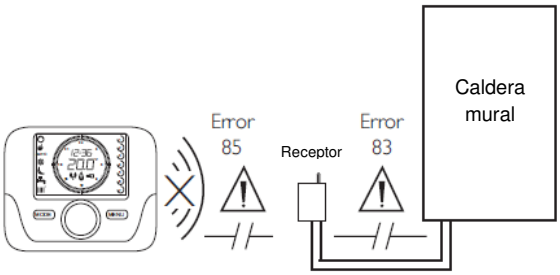

Fig. 13: Código de error comunicación
4. El error **E85** indica que Termostato modulante no se comunica con su receptor. El Termostato modulante puede estar fuera de cobertura o no está sincronizado correctamente. Comprobar la distancia entre ambos componentes (Fig. 13) o realizar el proceso de Sincronización Manual. Ver Apartado 6.